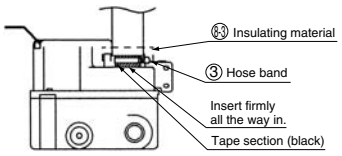

Figure 12
(2) Insert the hose band ③ into the external drain hose, firmly insert the drain hose all the way into the drain socket in the drain up kit, and wrap it firmly with the hose band ③ within the area designated by the black tape on the hose end. (Figure 12)